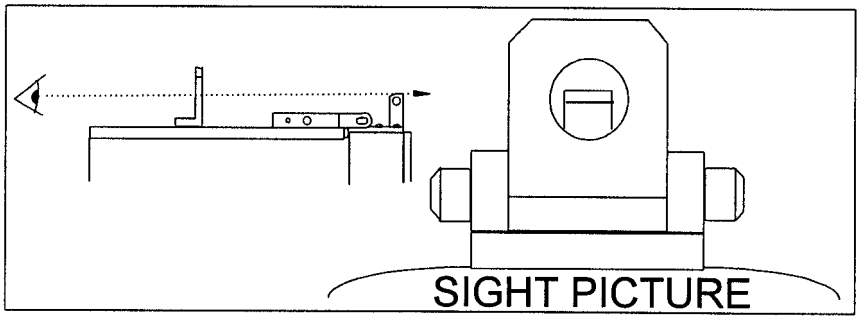

Figure 4-6
o. Aim the beacon using the gunsights built into the lift eye and hinge, as shown in Figure 4-6. On long ranges, use an observer in a boat to ensure that the brightest part of the beam is on the channel centerline.